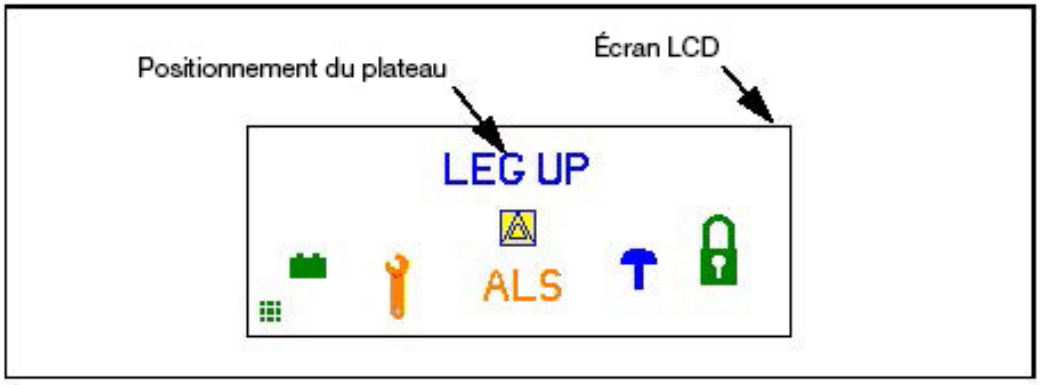

Figure 4-11. Écran LCD de la commande manuelle
1. Positionner la section du siège du plateau à l'horizontale en appuyant sur le bouton LEG UP (Relever appui-jambes) sur la commande manuelle (consulter la *Figure 4-11* sur la commande manuelle), se reporter à la section Commande manuelle principale ou Commande manuelle universelle (guide de l'utilisateur) si besoin.